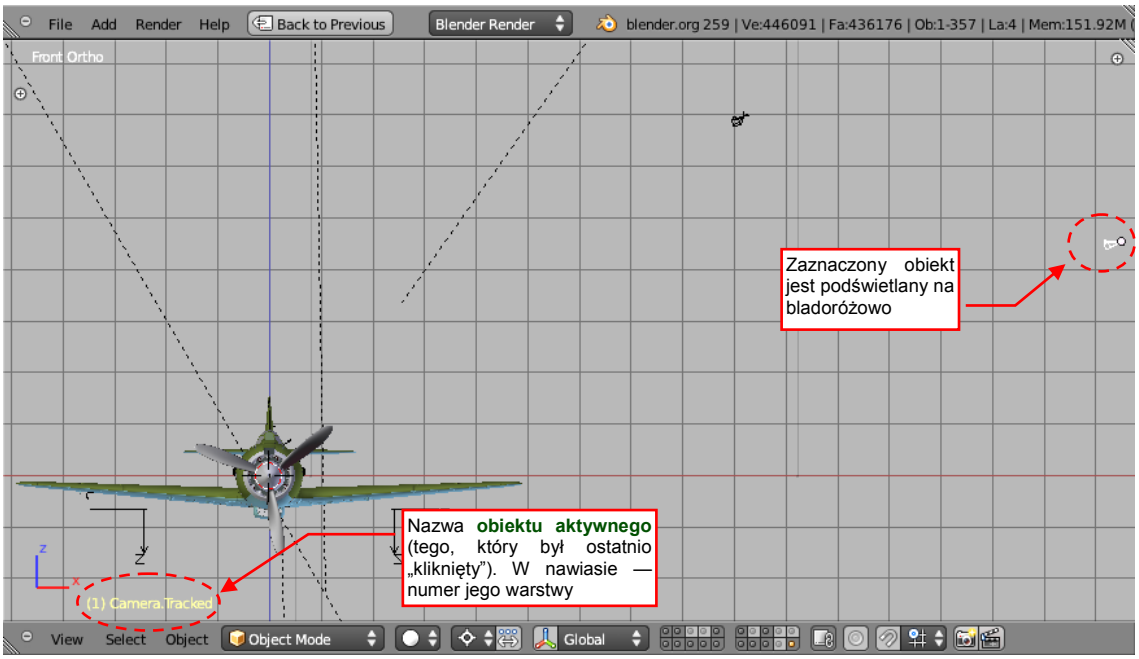

Rysunek 2.3.3 Zaznaczony obiekt – kamera
- ***012.Body***: nazwa tzw. aktywnego obiektu (por. str. 48, Rysunek 2.3.3);
Kamery można przesuwać — zupełnie tak, jak w rzeczywistym studio. Nim do tego przejdziemy (str. 51), nauczymy się zaznaczać obiekty. Od tego zaczyna się w Blenderze każda operacja. Kliknij w prawą kamerę PPM. Powinna się podświetlić (Rysunek 2.3.3):